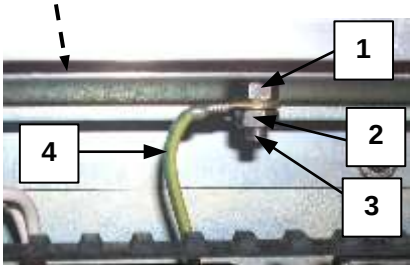

fig.5.13 *(pos.5-fig.5.10)*
- allentare il dado blocco (n.2-fig.5.13) del cavo di massa inferiore (n.4-fig.5.13)
- allentare il dado n.1-fig.5.13
- allentare il grano di blocco della resistenza (n.3-fig.5.13)